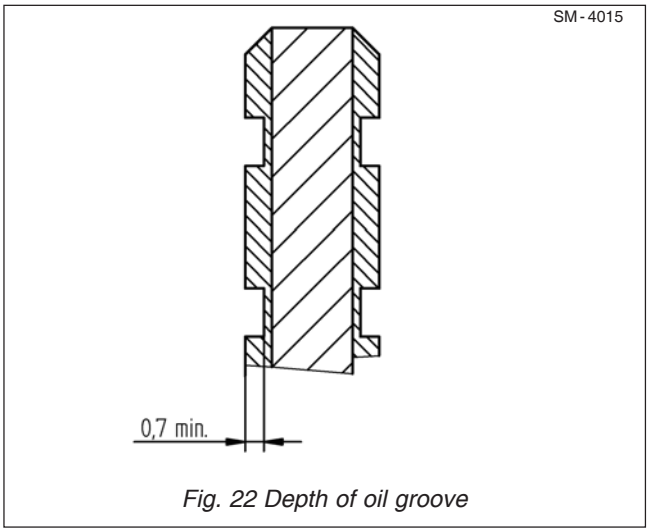

Fig. 22 Depth of oil groove
14. Check also the depth of the oil groove in the coating area. the depth has to be 0.7mm. If the dept is less than 0.3mm, the disks must be replaced. Refer to Fig. 22